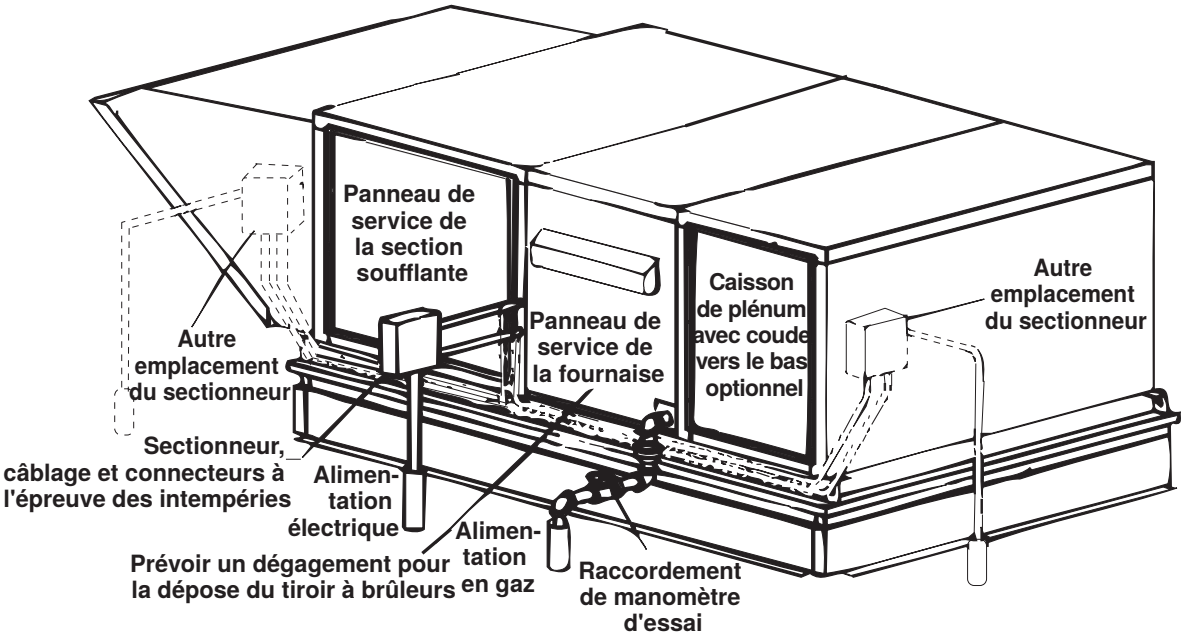

Figure 11. Emplacements des commutateurs de déconnexion
- **Sectionneur :** Cette installation doit obligatoirement comporter un sectionneur. Le sectionneur, offert comme option ou pièce, peut également être fourni localement. Lorsqu'il est commandé en tant que composant optionnel, le sectionneur de déconnexion peut être installé en usine ou expédié séparément pour être installé sur le terrain. Le sectionneur peut être à fusibles ou non. Dans un sectionneur à fusibles, utiliser des fusibles temporisés à deux éléments (en neuf ou en remplacement) dont l'intensité nominale est égale à 1.25 fois l'intensité totale maximale inscrite sur la plaque signalétique de l'appareil. Installer le conduit et le boîtier du sectionneur en les dégageant suffisamment des panneaux et des panneaux d'inspection de la fournaise. Prévoir au minimum un espace de 4 pieds (1.2 mètres) pour l'entretien entre le sectionneur et les panneaux amovibles (voir **Figure 11**). Reportez-vous au **Tableau 8** sur place et installés entre le sectionneur et la boîte de jonction électrique pour raccordement au contacteur ou démarreur de moteur.